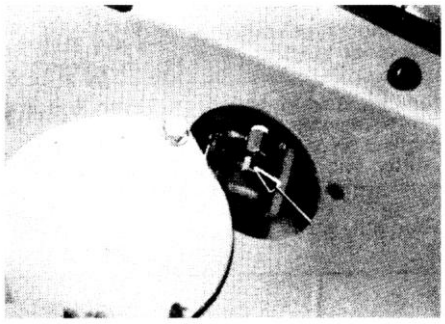

Рис. 4-39.
c) Откройте сливной клапан, расположенный в нижней части радиатора, и сливную пробку со стороны системы охлаждения масла, и слейте охлаждающую жидкость (Рис. 4-39).